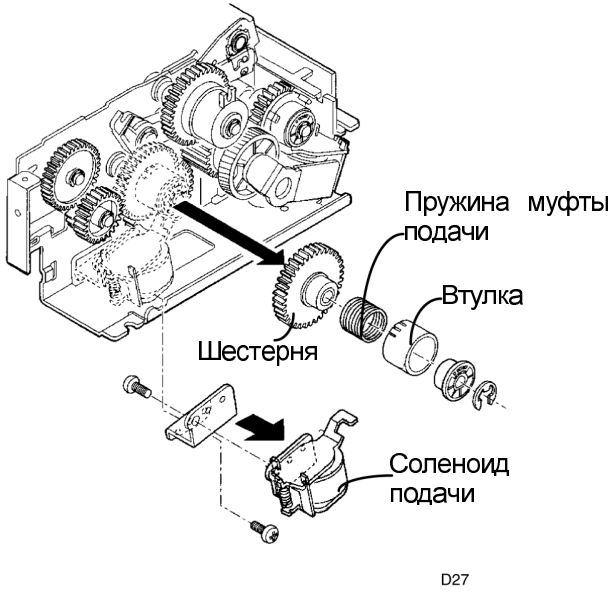

Рисунок 1. Снятие соленоида подачи и муфты подачи
2. (Рисунок 1): Снимите муфту подачи и соленоид подачи.